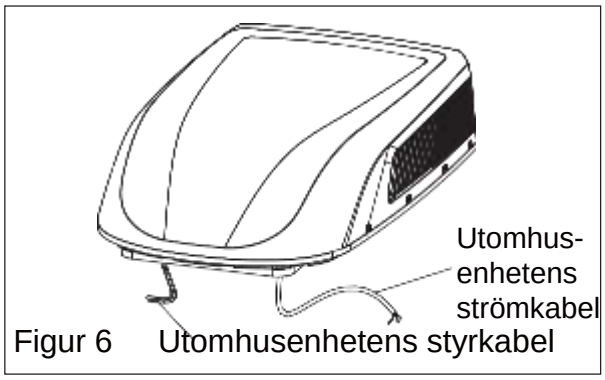

Figur 6
1. Utomhusenheten har två kablar som visas i figur 6: en nätkabel och en styrkabel.